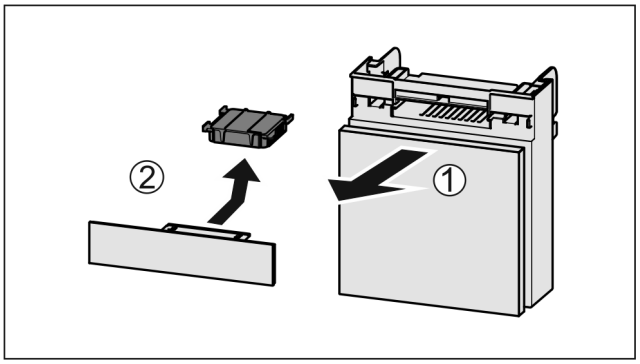

Fig. 35
▶ Extrageți *Fig. 35 (1)* compartimentul către înainte.
▶ Scoateți *Fig. 35 (2)* filtrul de cărbune activ.